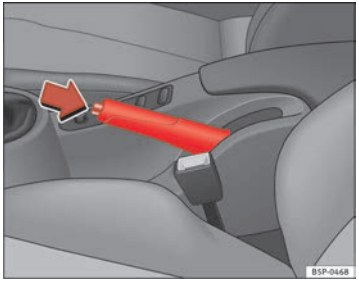

Fig. 151 Handbrake between the front seats
– Pull the handbrake lever up firmly ⇒ fig. 151.
– Pull the lever up slightly and press the release knob in the direction of the arrow ⇒ fig. 151 and guide the handbrake lever down fully ⇒ ⚠.